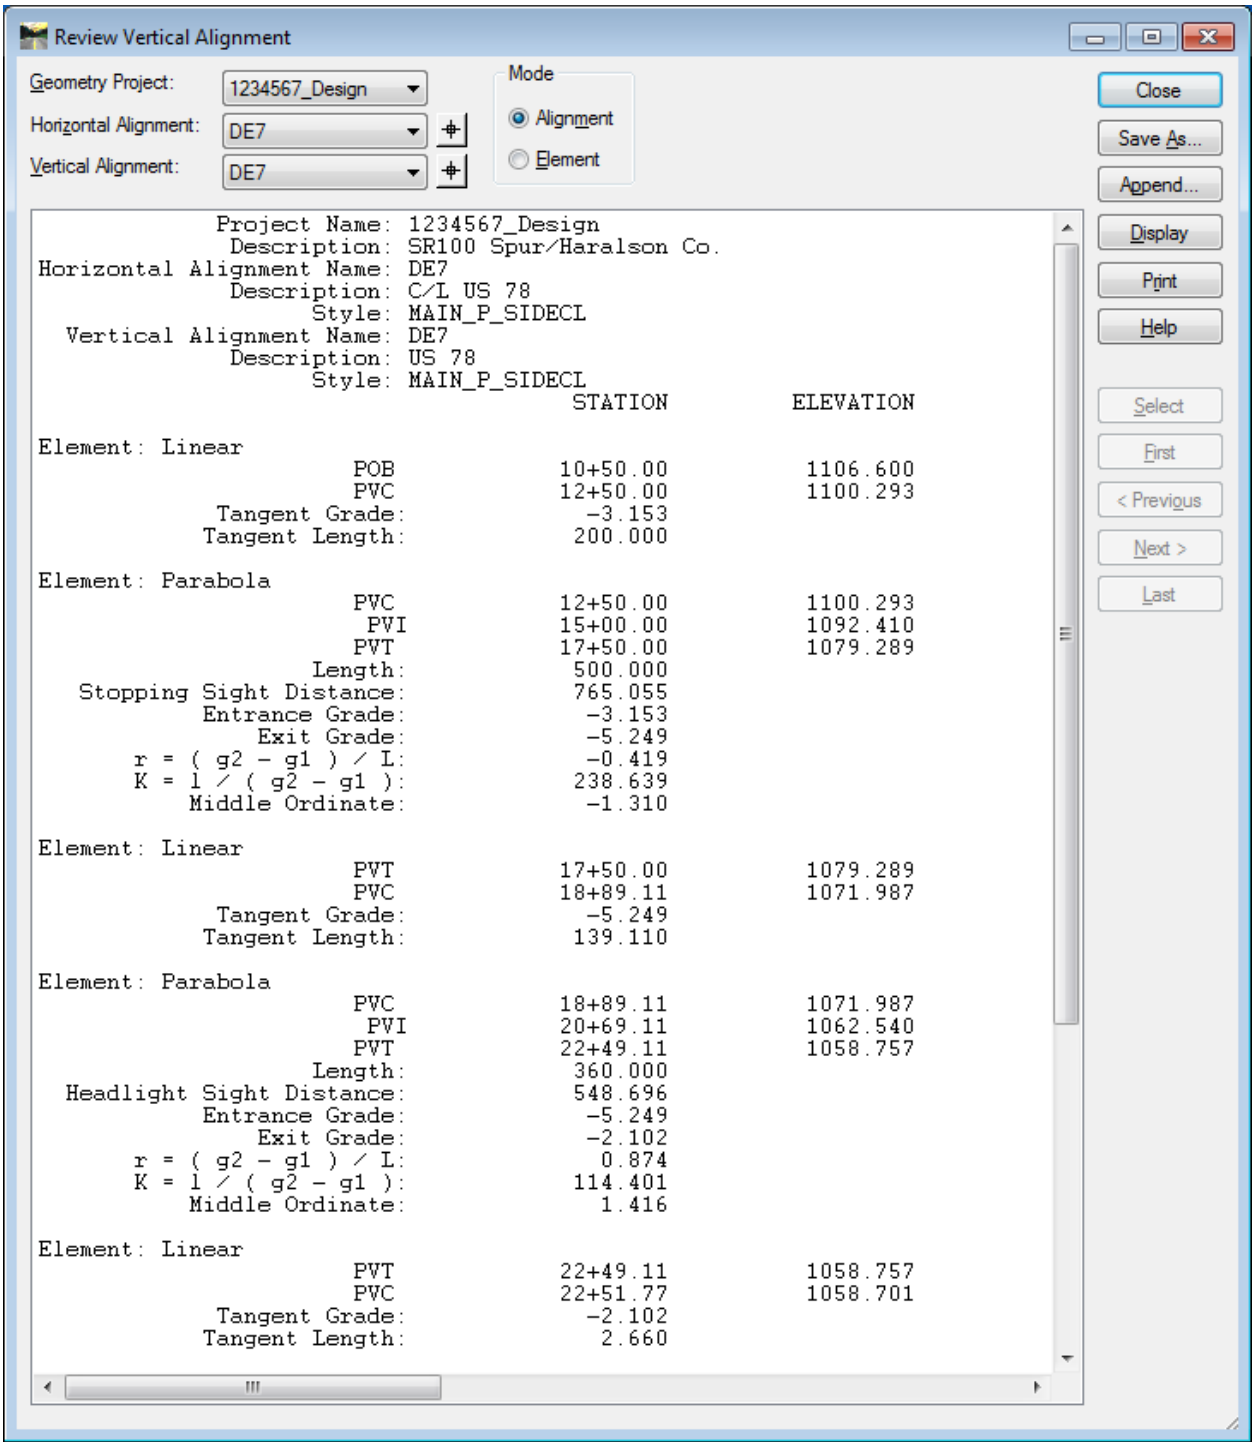

Figure L4-18 Review Vertical Alignment
42.	**Review Vertical Alignment DE7.** • In InRoads, Select **Geometry ► Review Vertical**. The **Review Vertical Alignment** Report window opens as shown in *Figure L4-18*. • Review the Vertical Alignment and ensure that your Report corresponds to the partial Report as depicted in *Figure L4-18* • Click **Close** to exit the **Review Vertical Alignment** Report. *Vertical Alignment DE7 is reviewed.*